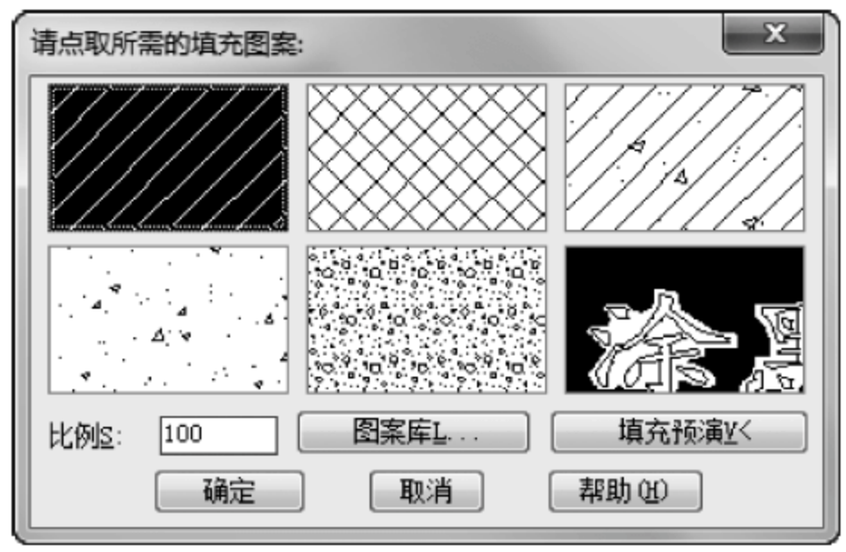

图 18-172　“请点取所需的填充图案”对话框
(1) 单击菜单中的“剖面”→“剖面填充”命令，选择需要剖切到的墙体、梯梁以及楼板，然后按回车键，此时界面出现“请点取所需的填充图案：”对话框，如图 18-172 所示。